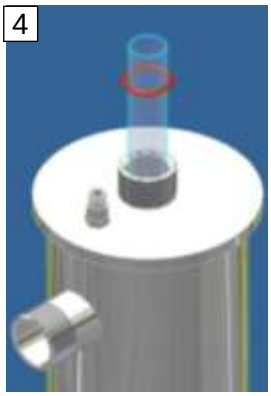

Abb. 11: O-Ring
- ➔ Den O-Ring (Abb. 11) vorsichtig über dem Quarzrohr anbringen.